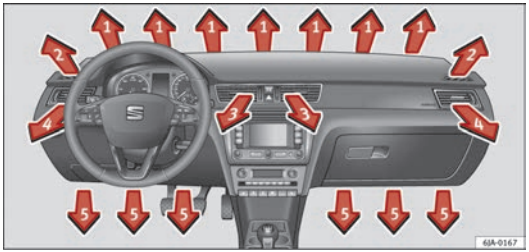
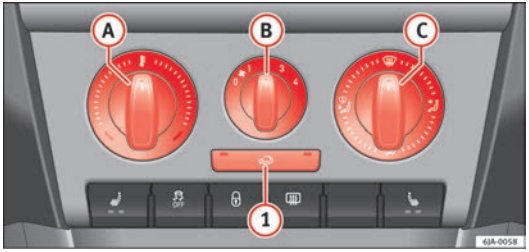

Fig. 96 Air vents
Fig. 97 Heating: controls
– The air circulation height can be varied by changing the position of the sliding adjuster upwards or downwards ⇒ Fig. 96.
The flow of air from the vents is controlled using control (C) ⇒ Fig. 97. Vents **3** ⇒ Fig. 96 and **4** can be opened and closed individually.
– Turn rotary control (A) ⇒ Fig. 97 clockwise to increase the temperature.
– Turn rotary control (A) anti-clockwise to reduce the temperature.
– Turn rotary control (B) ⇒ Fig. 97 to position 1 to 4 to switch the blower on.
– Turn rotary control (B) to position 0 to switch the blower off.
– Press button (1) ⇒ ⚠ in Air recirculation on page 132 to close the fresh air vent.
– Turn rotary control (C) ⇒ Fig. 97 to select the air vents ⇒ page 129, Air vents you wish to activate.
All controls, except control (B) ⇒ Fig. 97, can be set to any intermediate position.
- Controls Ⓐ ⇒ Fig. 97 ⇒ page 130, Ⓑ, Ⓒ and button ①.
– Press button ① ⇒ Fig. 97 ⇒ page 130 and the lamp in the button will light up.
– Press button ① ⇒ Fig. 97 ⇒ page 130 again and the lamp in the button will switch off.
If air vent Ⓒ ⇒ Fig. 97 ⇒ page 130 is in position , air recirculation mode switches off automatically. Press the button to switch air recirculation mode back on in this position. ▶